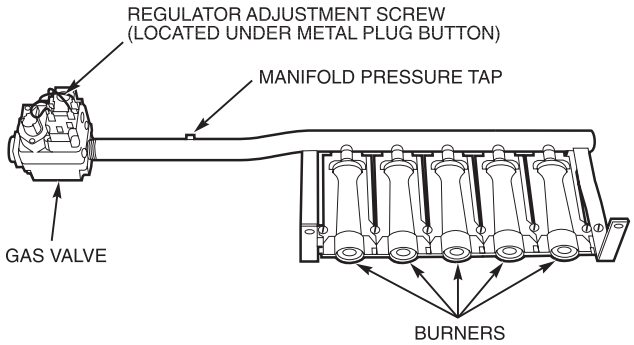

**Fig. 53 — Burner Tray Details**
8. Slide the burner tray out of the unit (Fig. 53).